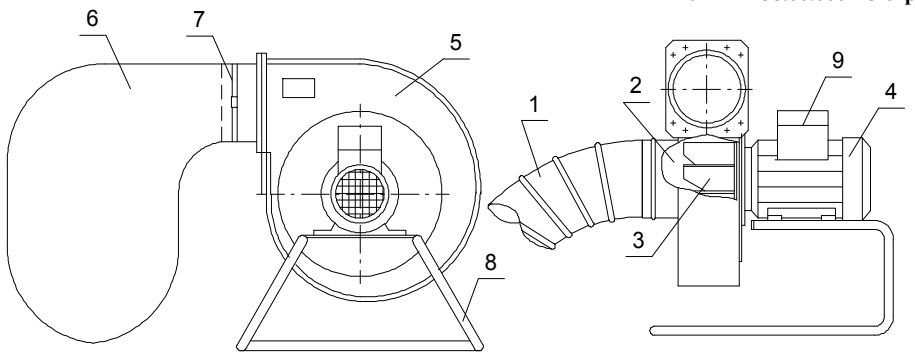

Рис. 3
5.2 Воздушный поток (см. рис.3) по воздуховоду 1 поступает в центральную часть улитки 2, где вращающееся рабочее колесо 3 приводимое в действие электродвигателем 4, ускоряет поток и вводит его в корпус 5.